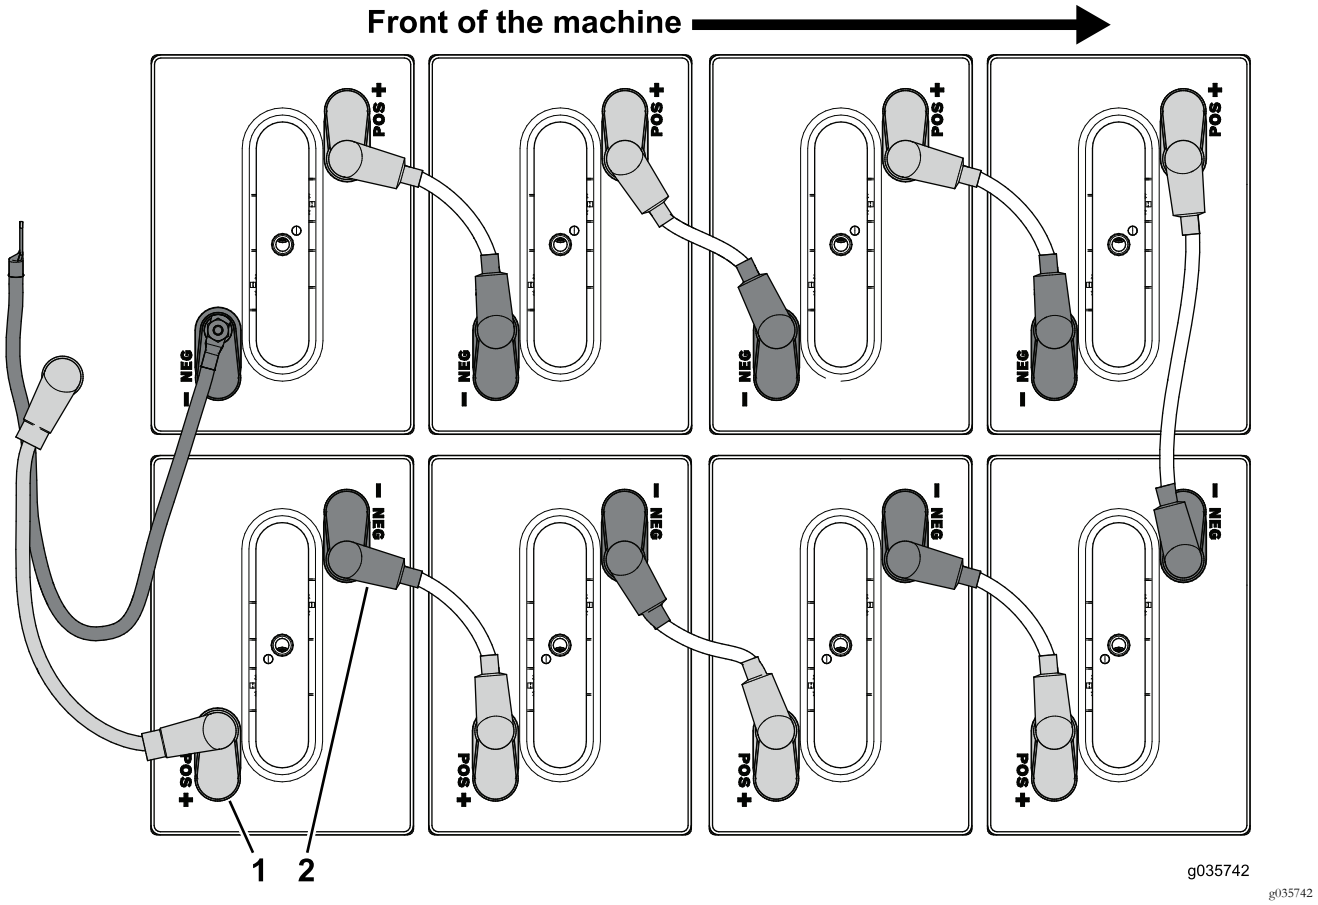

Figura 57
3. Scollegate i cavi della batteria collegati al morsetto positivo (+) delle batterie, nel vassoio della batteria anteriore (Figura 57).
4. Scollegate i cavi della batteria collegati al morsetto negativo (-) delle batterie, nel vassoio della batteria anteriore (Figura 57).